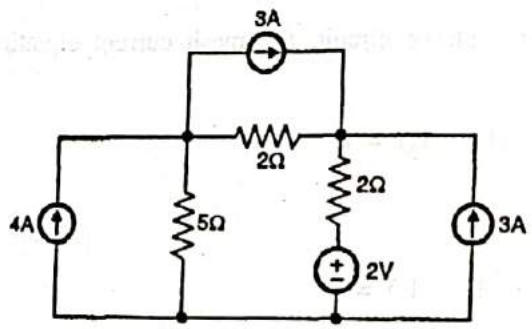

FIG. 1.82
**Find current flowing through 5Ω resistor of the following figure using mesh analysis. Refer Fig. 1.82.**